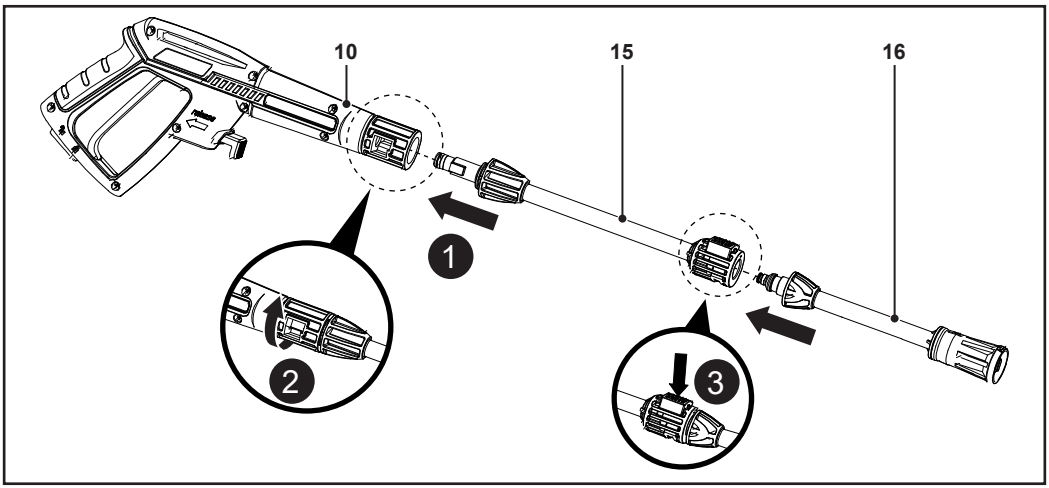

Rys. 4
1. Umieścić lancę (15), dyszę regulowaną (16), dyszę obrotową (17) lub pojemnik na detergent (20) w pistolecie (10) (rys. 4, krok 1). Wypusty na lancy, dyszy regulowanej, dyszy obrotowej lub pojemniku na detergent muszą pasować do wycięć w pistolecie.
2. Wciskając mocno lancę (15), dyszę regulowaną (16), dyszę obrotową (17) lub pojemnik na detergent (20) w pistolet (10), obrócić dany element w prawo, aby zablokować go we właściwym miejscu (rys. 4, krok 2).
3. Umieścić dyszę regulowaną (16), dyszę obrotową (17) lub pojemnik na detergent (20) w lancy (15) (rys. 4, krok 3). Dysza regulowana, dysza obrotowa lub pojemnik na detergent zablokuje się w odpowiednim położeniu ze słyszalnym kliknięciem.